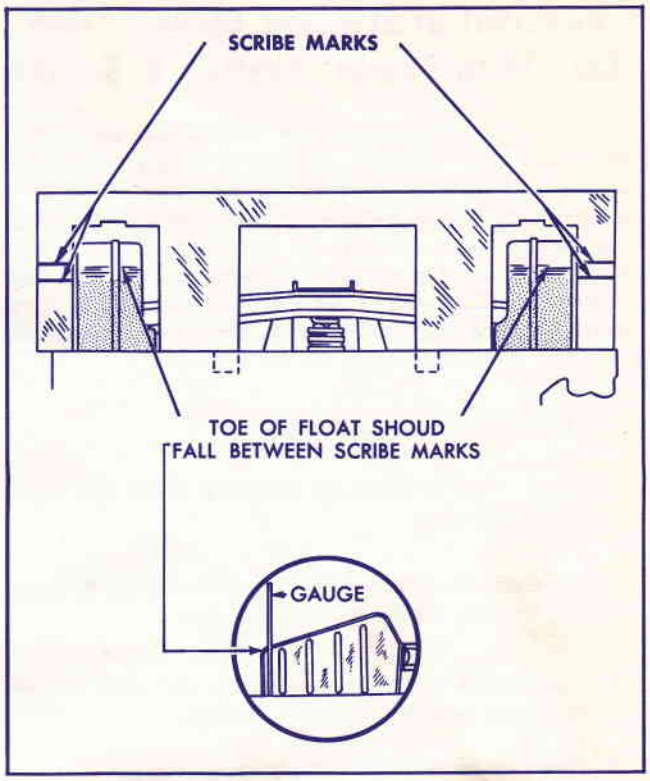

Fig. 4 Rochester Float Adjustment
5. With air horn inverted lower tip of float should clear air horn casting by 1/8" ± 1/16". (With gauge in position the scribe marks on face of gauge show required height of float toe necessary to ensure this clearance; see Fig. 4).